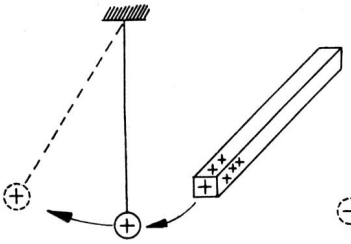

Fig. 86
b) **durch Kontakt.** Berühren wir eine Holundermarkkugel, die an einem Faden aufgehängt ist, mit dem aufgeladenen Glasstab, so lädt sich die Kugel durch Berührung mit gleichnamiger Elektrizität auf. Im Moment nun, da sie aufgeladen ist, stösst sie sich vom Glasstab ab (Fig. 86).